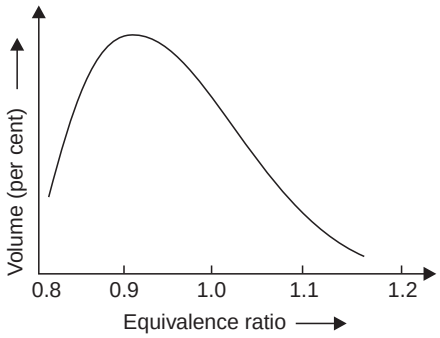

Fig. 15
34. The graph shown in the Fig. 15 represents the emission of a pollutant from an SI engine for different fuel/air ratios. The pollutant in question is